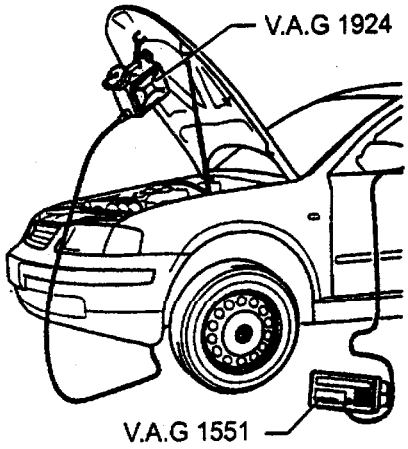

图 3－8
(1) 拆下油底壳护板。
(2) 如图 3－8 所示，把储液容器 V.A.G1924 固定在汽车上。
(3) 连接故障读出仪 V.A.G1551，并且输入地址词“02”选择变速器电子系统。显示屏上显示为：